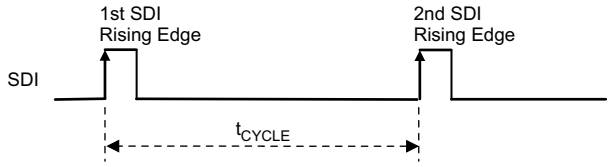
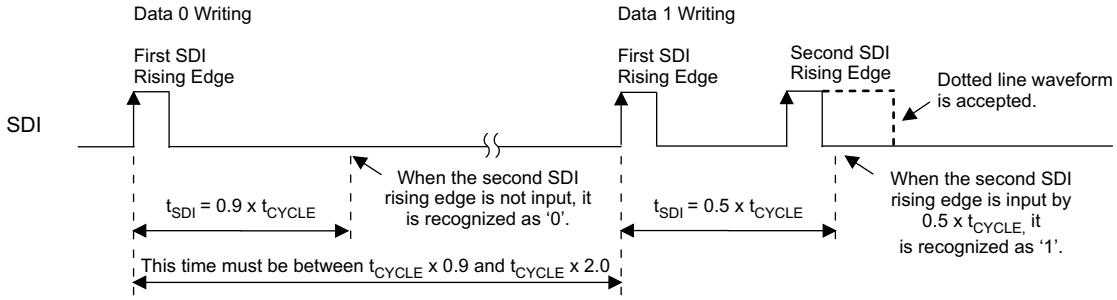

Figure 14. Data Transfer Rate (t_{CYCLE}) Measurement
Figure 15. Data '0' and '1' Write Operation
The TLC5973 measures the time between the first and second SDI rising edges either after the device is powered up or when the GS data latch sequence is executed (as described in the *GS Data Latch Sequence (GSLAT)* section) and the time is internally stored as t_{CYCLE}. t_{CYCLE} serves as a base time used to recognize one complete data write operation, a 48-bit data write operation, and a GS data write operation to the GS data latch. t_{CYCLE} can be set between 0.33 µs and 10 µs ($f_{CLK(SDI)}$ = 100 kHz to 3000 kHz). In this sequence, two instances of data '0' are written to the LSB side of the 48-bit shift register. Figure 14 shows the t_{CYCLE} measurement timing.
When the second SDI rising edge is not input before 0.9 × t_{CYCLE} elapses from the first SDI rising edge input, the data are recognized as '0'. When the second SDI rising edge is input before 50% of t_{CYCLE} elapses from the first SDI rising edge input, the data are recognized as '1'. This write sequence must be repeated 46 times after the t_{CYCLE} measurement sequence in order to send the write command to the higher 10-bit (3AAh) and 36-bit GS data. Figure 15 shows the data '0' and '1' write timing.
2. Write the 48-bit data packet (MSB-first) for the first device using t_{CYCLE} and the data write sequences illustrated in Figure 14 and Figure 15. The first 12 bits of the 48-bit data packet are used as the write command. The write command must be 3AAh (001110101010b); otherwise, the 36-bit GS data in the 48-bit shift register are not copied to the 36-bit GS data latch.